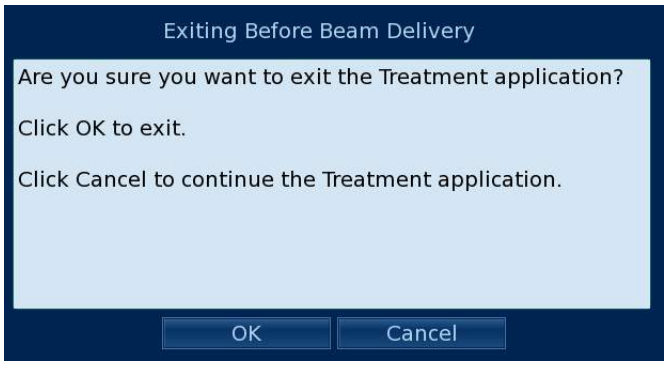

Figura 50 Mensagem exibida ao sair da administração do tratamento antes da aplicação do feixe
- Se não houve aplicação de feixe antes da ocorrência da E-Stop (Parada de Emergência)/Interlock (Bloqueio), ao clicar em **OK**, você será retornado ao Menu do Sistema CyberKnife (consulte Figura 50).